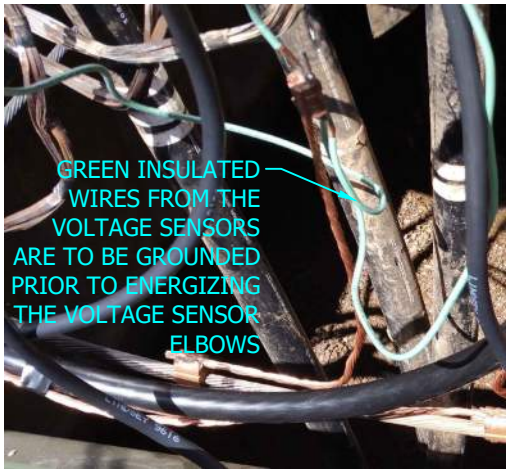

FIGURE 56 (R)
(R) VOLTAGE SENSOR ARE TO BE CONNECTED TO THE TIE POSITION OF THE SWITCH. IF APPLICABLE USING A FEED THRU DEVICE ON THE P.T. WILL ALLOW FOR THE VOLTAGE SENSOR AND P.T. TO BE CONNECTED TO THE SAME SWITCH POSITION. SEE FIGURE 56.